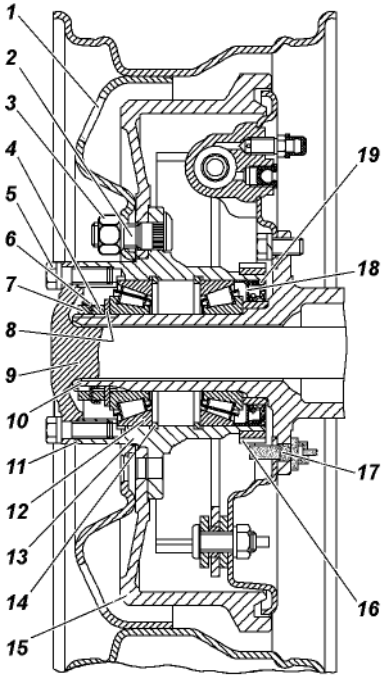

Рис. 9.24. Ступица заднего колеса:
2. Снимите колпак колеса. Демонтируйте полуось 9 (рис. 9.24) заднего моста или фланец ведущий ступицы переднего моста.